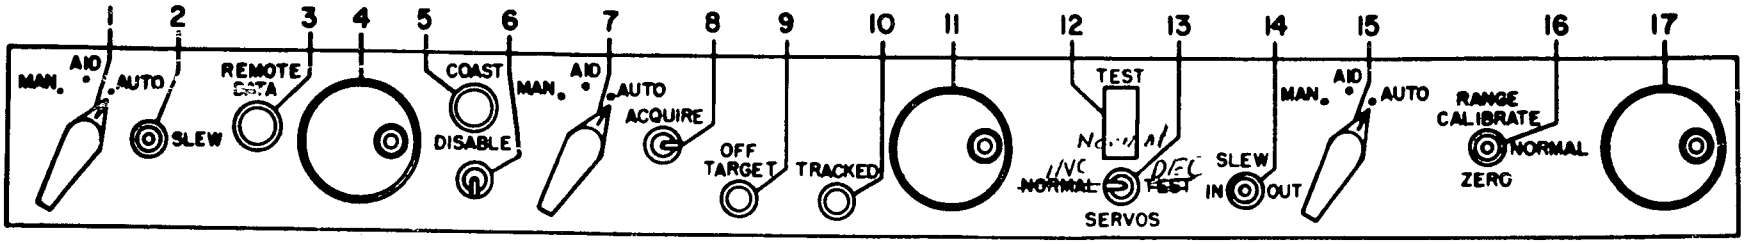

*Figure 29. Target control drawer.*
(4) Figure 29 and table XXV show the indicators and controls on the target control drawer.